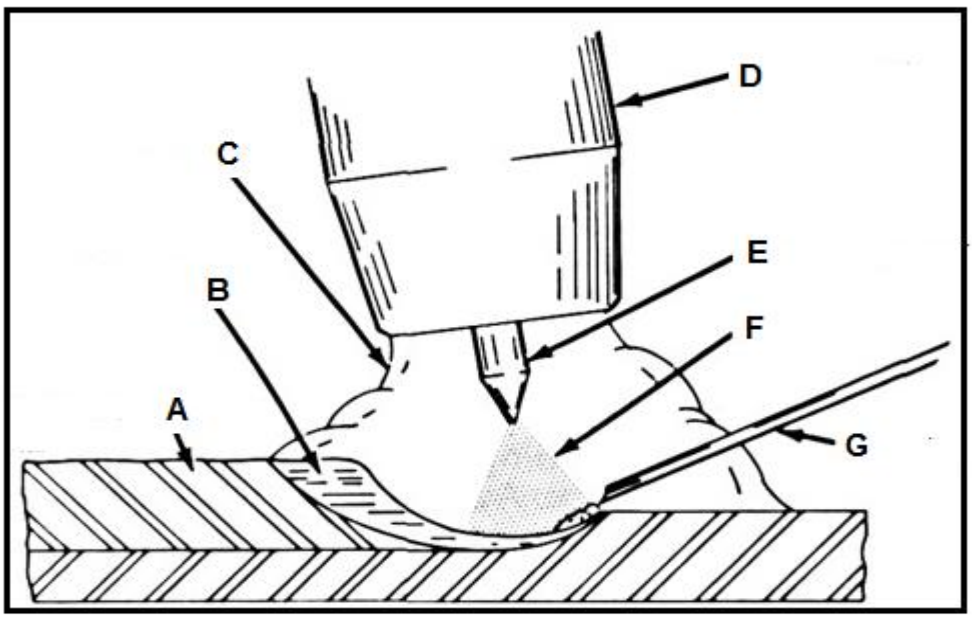

FIGURE 3 (7)
4.3 FIGURE 3 below shows a close up view of the gas tungsten arc welding (GTAW) process. Name the labelled components by writing only the answer next to the letter (A–G) in the ANSWER BOOK.